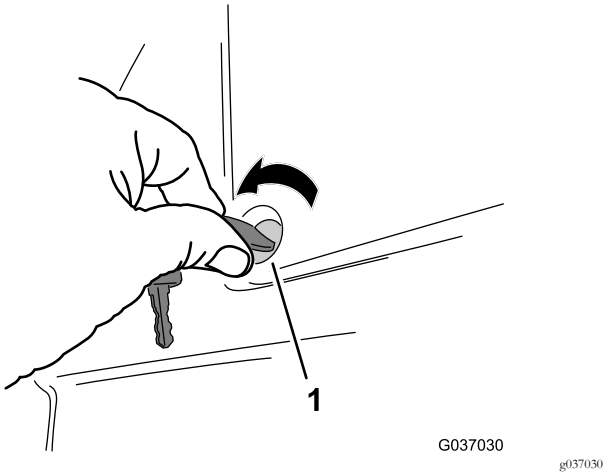

Figur 1
1. Roter de to kvartomdreiningsfestene som sikrer batteridekselet til førerplattformen mot klokken og fjern dekselet (Figur 1).